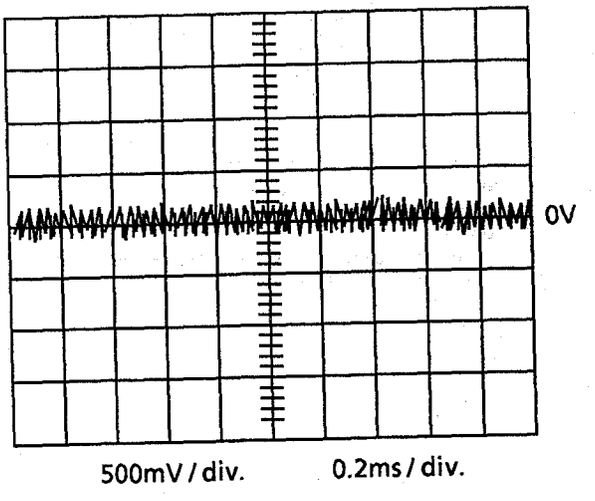

Figure. 2
1) Connect an oscilloscope to TP 4(TE) and TP 3(GND).
3) Adjust R604(T.GAIN ADJ.) so that the waveform becomes below figure 2 .